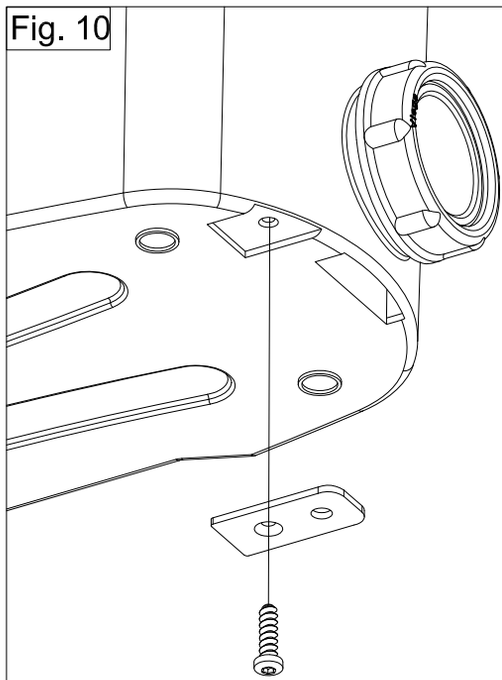

Fig. 11
12) RACCORDEMENT A L'ÉVACUATION : fig. 11
- Mettre en place le coude d'évacuation (A) et l'orienter dans le sens d'évacuation, serrer le coude sur l'appareil à l'aide d'un collier (C1).